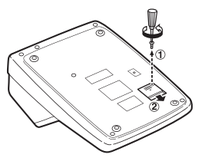

Fig. 1
2) Remove the battery cover on the back of the unit. (Fig. 1)